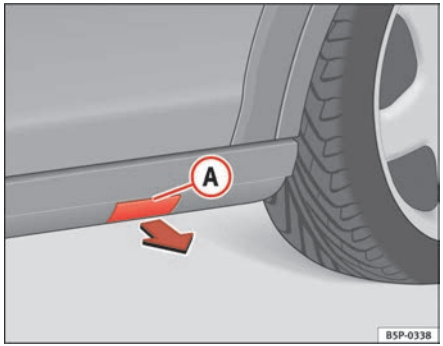

Fig. 180 Plastic sill panel with a cover for the jack anchor
– Remove the cover (A) to access the points for the vehicle jack anchor ⇒ fig. 180.
– Turn the cover in the direction indicated by the arrow, and extract it from its slot ⇒ fig. 180.